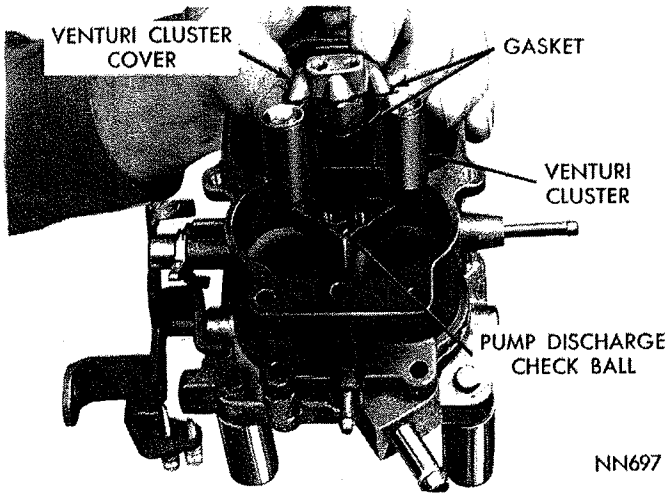

*Fig. 6—Removing or Installing Venturi Cluster*
(13) Remove venturi cluster screws, then lift venturi cluster and gaskets up and away from main body, as shown in (Fig. 6). Discard gaskets. **Do not remove the idle orifice tubes or main vent tubes from the cluster.** They can be cleaned in a solvent and dried with compressed air.
(14) Invert carburetor and drop out accelerator pump discharge and intake check balls.
(15) Remove screws that attach the throttle body to main body. Separate bodies.
(16) Test freeness of the choke mechanism in air horn. The choke shaft must float free to operate correctly. If choke shaft sticks in bearings, or appears to be gummed from deposits in air horn, a thorough cleaning will be required.
(5) Install new gaskets on venturi cluster, then install in position in main body. Refer to (Fig. 6). Install the cluster screws and tighten securely.